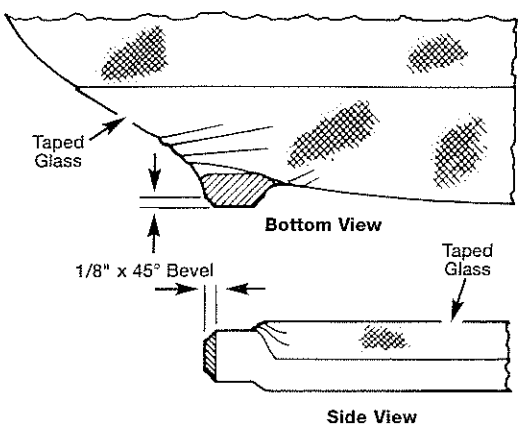

Figure 13: New Bevel on Cover
6. Grind a 1/8 inch x 45° bevel all around cuts (see Figure 13).